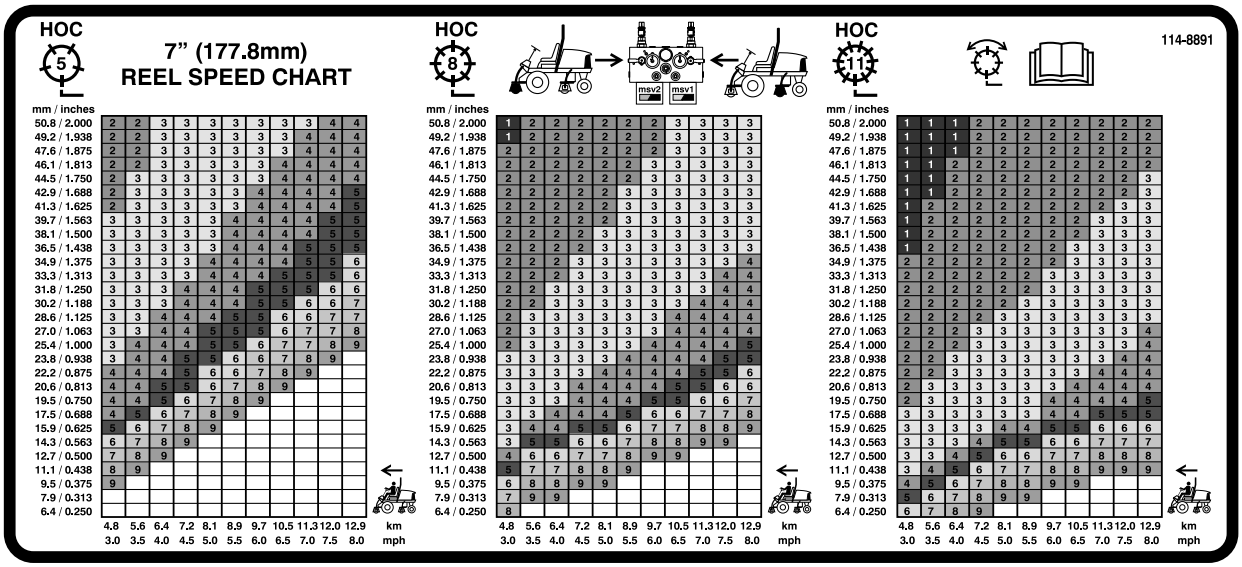
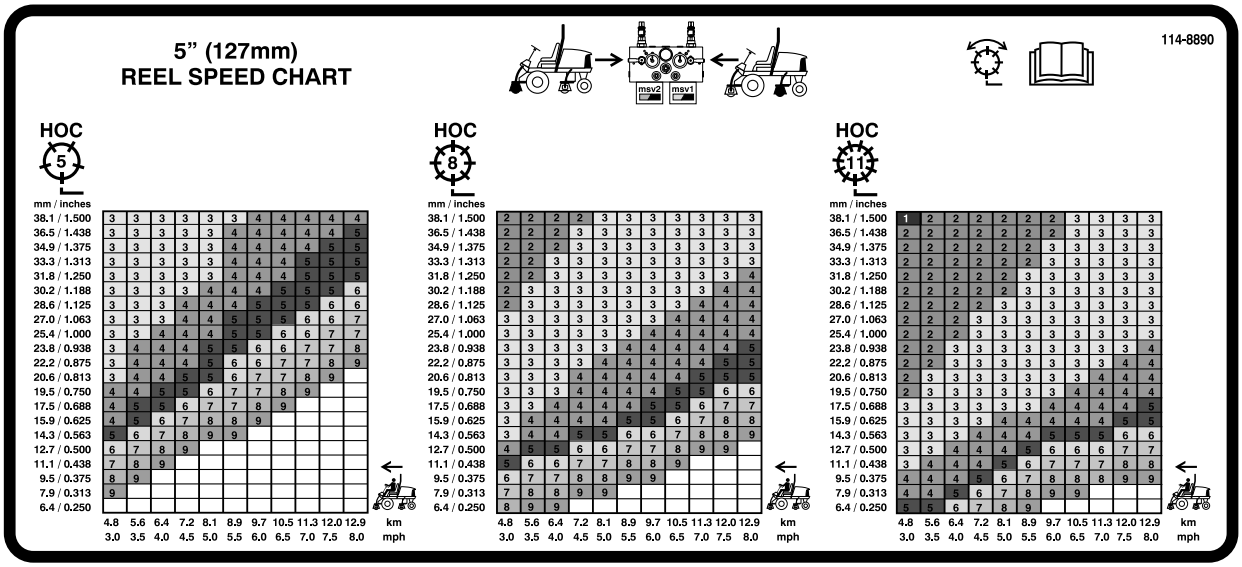

Figur 41
Figur 42
3. Kontrollera vilken cylinderhastighet som det är lämpligt att ställa in, med hjälp av aktuellt schema på dekalen 110–0996 (Figur 41) för Reelmaster 5510 och 5610 med 7 tums cylinderklippenheter eller dekal 110–8923 (Figur 42) för Reelmaster 5210 och 5410 med 5 tums cylinderklippenheter.